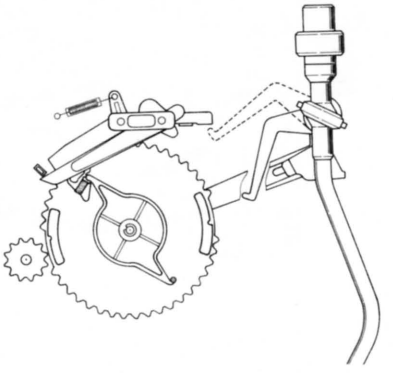

Fig. 2
*With regard to the mechanism of auto-return, refer to Figure 2.